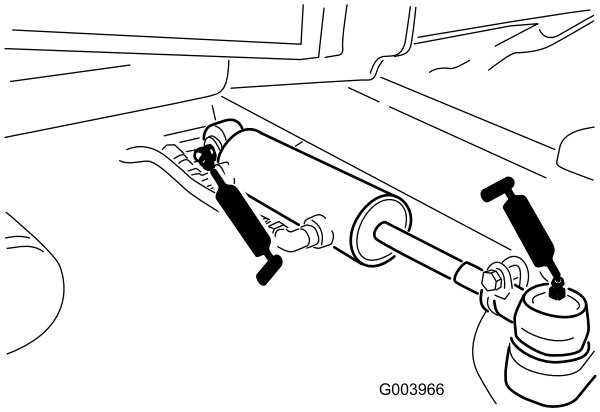

**Figur 82**
- Styretøjscylinderens kugleled (2) (Figur 82)